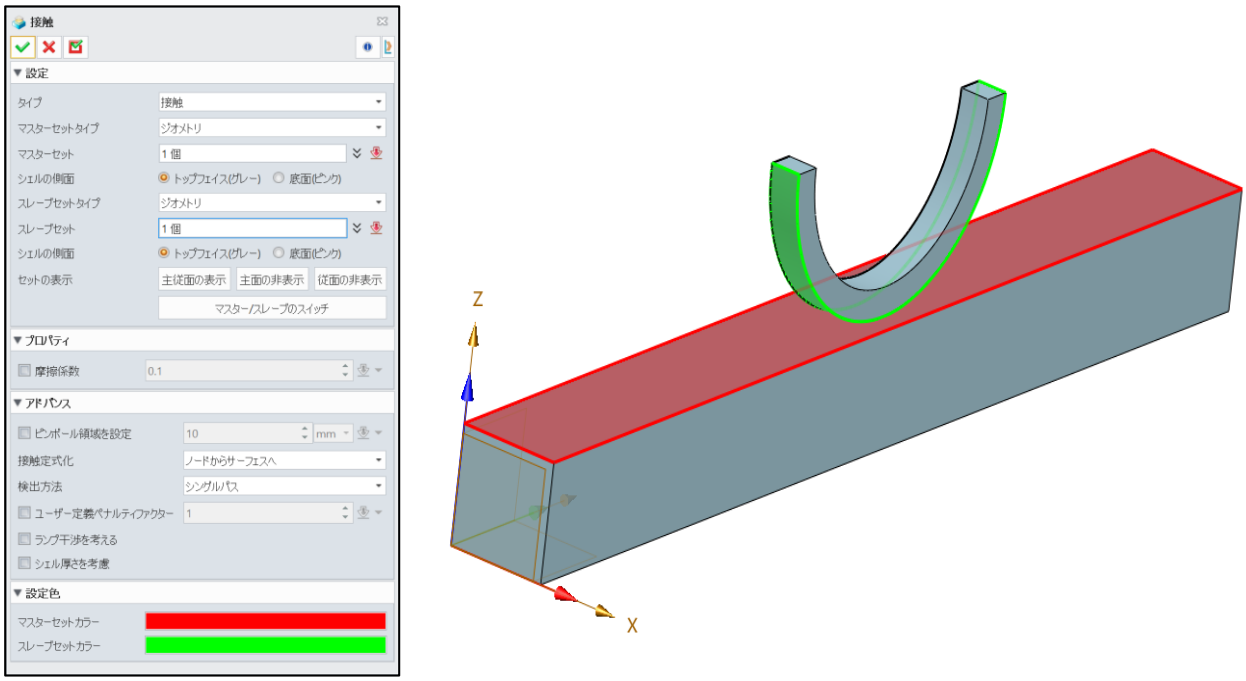

図 8　接触の設定
STEP 02 [タイプ] を[接触] に、[マスターセットタイプ] を [ジオメトリ] とし、[マスターセット] に剛体の上面を選択します。[スレーブセットタイプ] も[ジオメトリ] とし、[スレーブセット] にハーフリングの外周面を選択します。その他のパラメータは図 8 のように設定します。